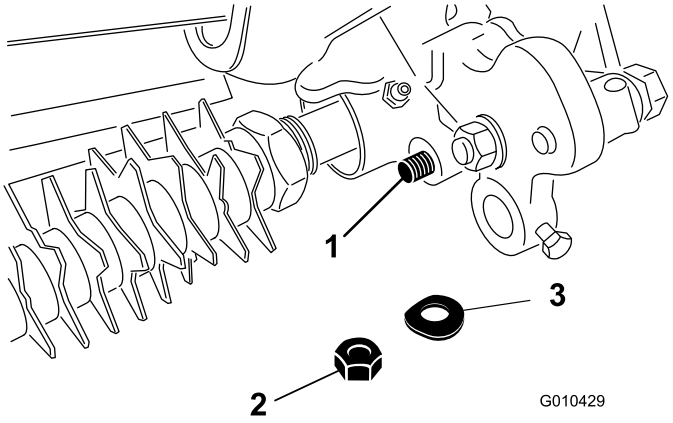

Figur 15
8. Fastgør enden af justerarmens stang til trimmerens drivenhed med en fjederspændeskive og låsemøtrik (3/8 tomme) som vist i Figur 15.
13. Fastgør justerarmens stangende til trimmerens drivenhed med en fjederspændeskive og låsemøtrik (3/8 tomme) som vist i Figur 15.